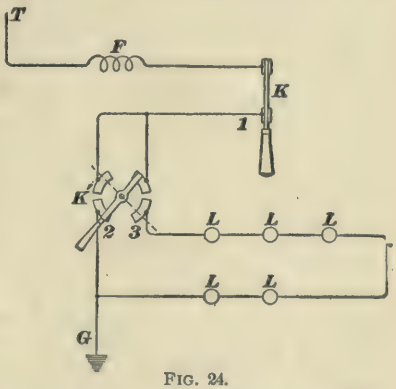

FIG. 24.
**29. Precautions Against Inductive Discharge.**— On some street-railway generators, the induced E. M. F. generated when the field circuit is suddenly opened, is so great that the field insulation is often pierced by it, and some provision has to be made for reducing the current before interrupting it entirely. This is generally done by opening the field circuit through a lamp circuit first, and then opening the lamp circuit. In Fig. 24 is shown the connection of these lamps in the field circuit of a dynamo or a shop motor; $T$ is the trolley; $G$, the ground; $F$, the field winding; $K$, an ordinary knife switch for opening